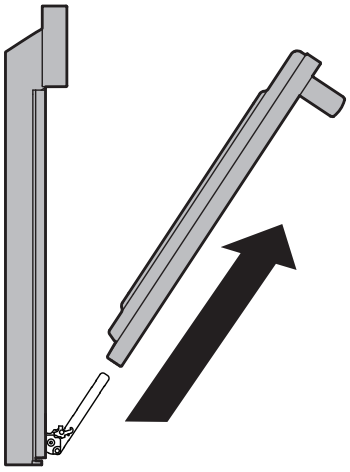

Figure 22: Enlever la porte
4. Tirez le bas de la porte vers vous tout en faisant tourner le haut de la porte vers l'appareil pour dégager complètement les leviers de charnière (Figure 22).
1. Tenez fermement les deux côtés de la porte. N'utilisez pas la poignée de la porte (Figure 22).